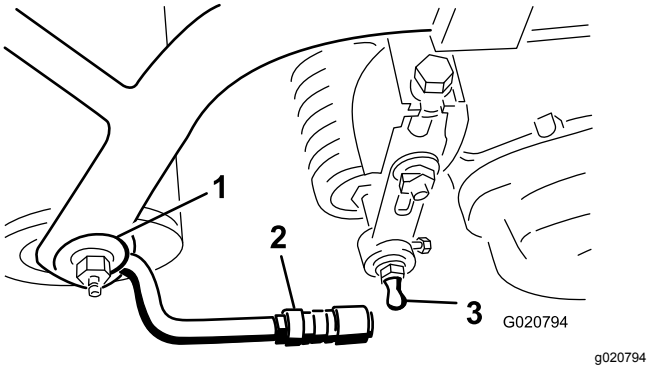

**Figur 8**
3. För tillbaka hylsan på kullagersmottagaren och haka fast mottagaren på klippenhetens kultapp. Släpp hylsan så att den glider över tappen och låser ihop enheterna (Figur 8).